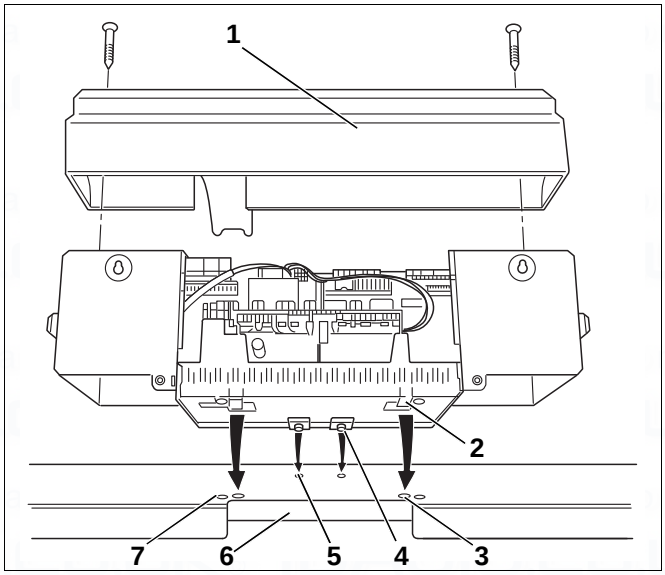
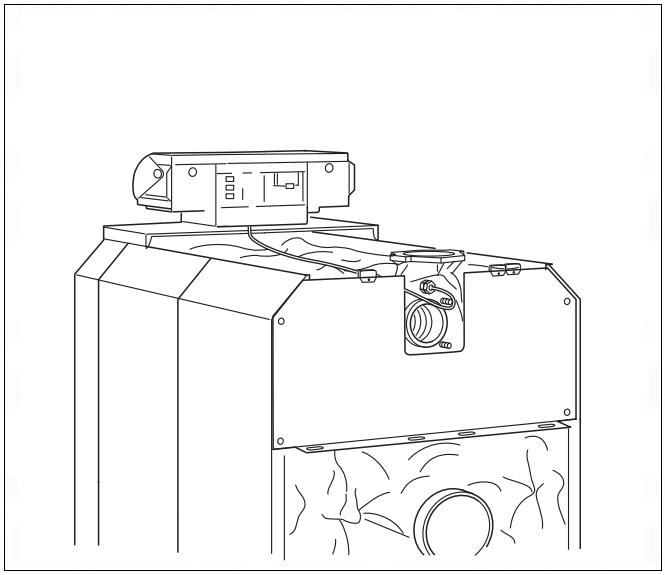

Fig. 60 Installing the control unit
Fig. 65 Boiler with fitted control unit
Fig. 60 shows the control unit and the front cover "A" from the rear.
- Undo both screws in the terminal cover (Fig. 60, [1]). Lift off the terminal cover.
- Put the control unit in place Fit the control unit at the front by inserting the locking tabs (Fig. 60, [4]) into the oval holes in the front boiler cover (Fig. 60, [5]). Pull the control unit forwards and then tip backwards. The resilient hooks (Fig. 60, [2]) must latch into the rectangular openings at the back of the front boiler cover (Fig. 60, [3]).
- Screw the base of the control unit on the left and right of the cable entry (Fig. 60, [6]) on the front boiler hood using two self-tapping screws (Fig. 60, [7]).
- Screw terminal cover (Fig. 60, [1]) with the two self-tapping screws back into the control unit base (Fig. 65).